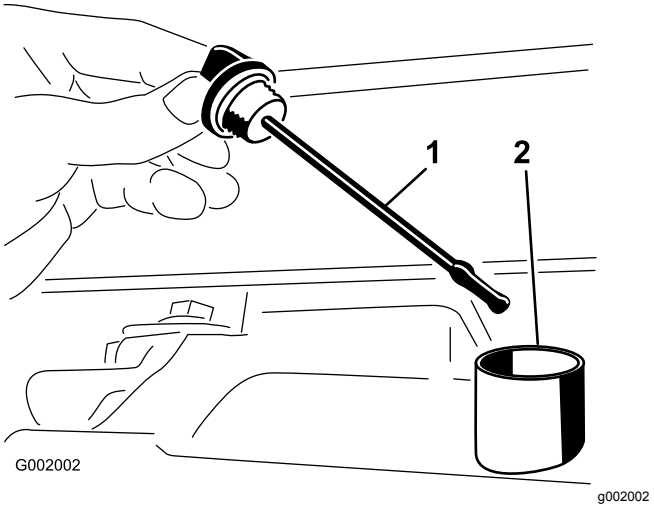

Figur 52
2. Ta ut stickan du kontrollerar växellådans oljenivå med och torka av den med en ren trasa (Figur 52).